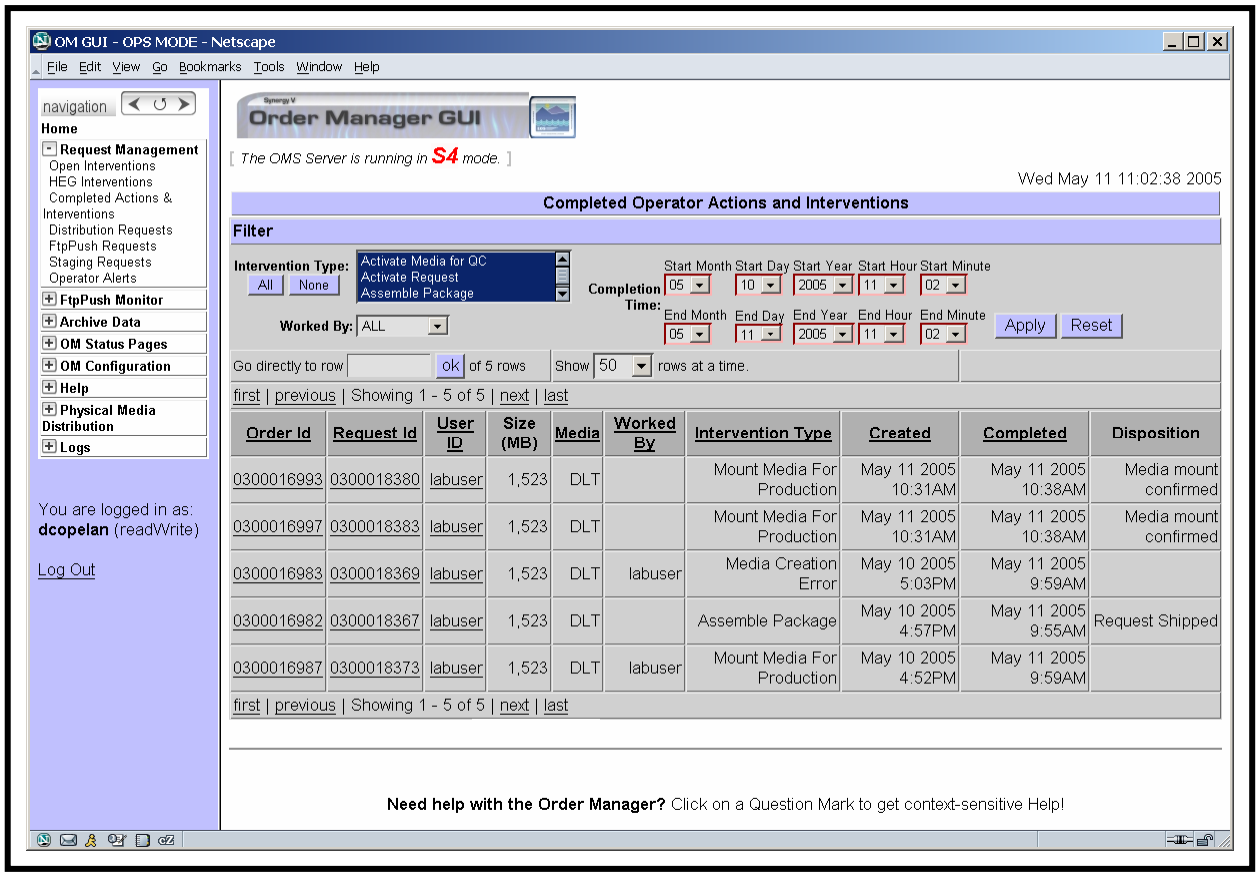

Figure 47. Completed Operator Actions and Interventions Page
The **Completed Operator Actions and Interventions** page (Figure 47) provides the Distribution Technician (whether full-capability or limited capability operator) with a means of viewing completed action/intervention information on the OM GUI.
- The **Completed Operator Actions and Interventions** page (Figure 47) is displayed.
- **Size (MB).**
- The **Completed Operator Actions and Interventions** page (Figure 47) is being displayed.